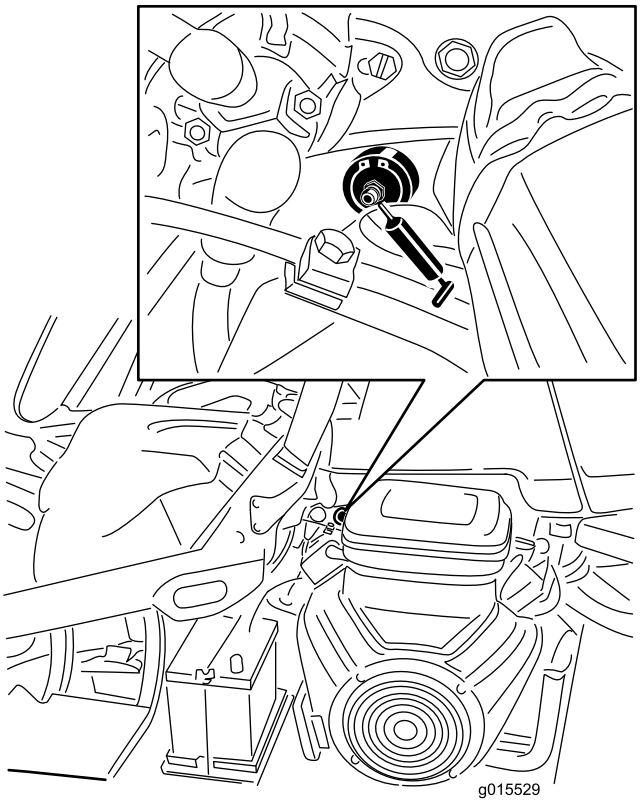

Figur 42
1. Torka av smörjnippeln så att främmande partiklar inte kan leta sig in i lagren eller bussningarna (Figur 42).